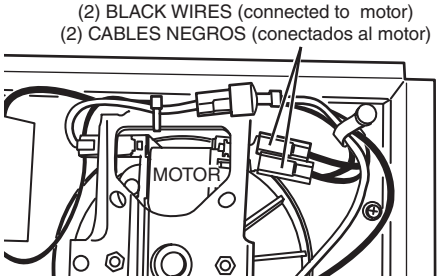

FIG. 5 - 120VAC TO 240VAC CONVERSION
2. **120 VAC to 240 VAC Conversion (FIGS. 5 & 6)**
2. **Conversión de 120 VCA a 240 VCA. (FIGS. 5 & 6)**